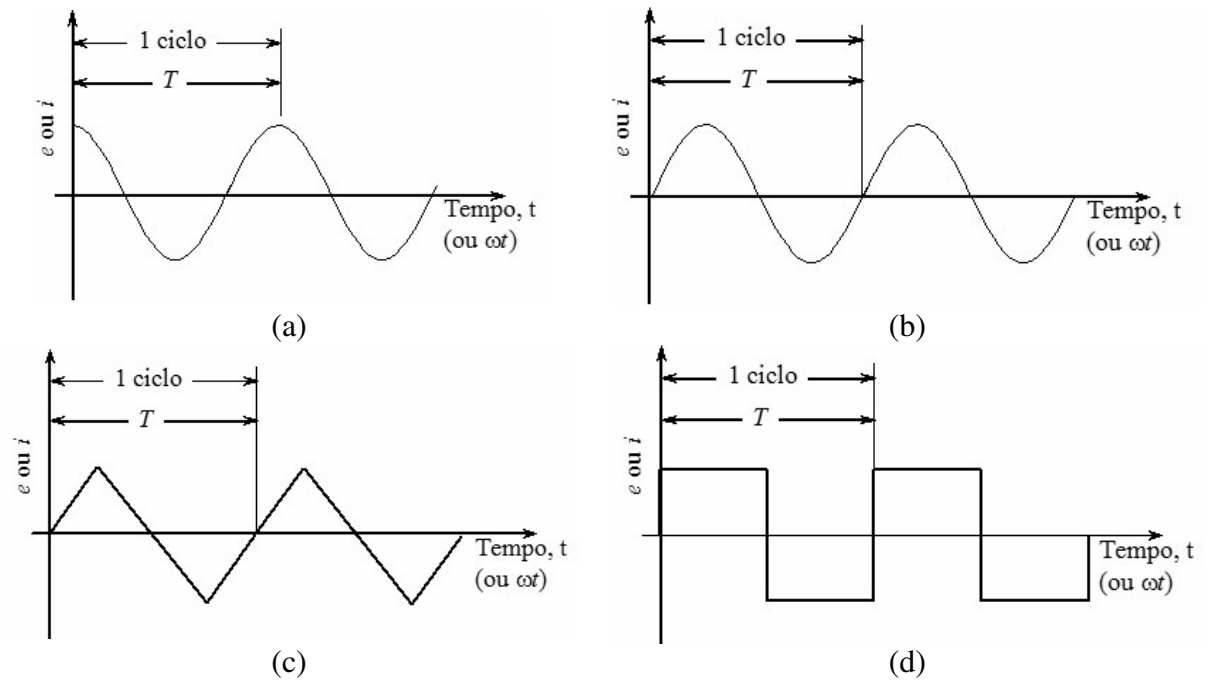

**Figura 1 – Várias formas de ondas repetitivas: (*a*) onda cosseno, (*b*) onda seno, (*c*) onda triangular (*d*) onda quadrada**
2. Discussão – Uma forma de onda periódica é uma forma de onda repetitiva, isto é, aquela que se repete em determinados intervalos de tempo. A forma de onda não precisa ser senoidal Figura 1 (*b*)para ser repetitiva, por exemplo, a onda triangular e a quadrada Figura 1 (*c*) (*d*) se repetem após um intervalo de tempo da mesma forma que as formas de onda senoidais da Figura 1 (*b*). A menor porção não repetitiva possível de uma forma de onda periódica é um ciclo. O intervalo de tempo entre repetições sucessivas ou ciclos é chamado *período*, *T*.